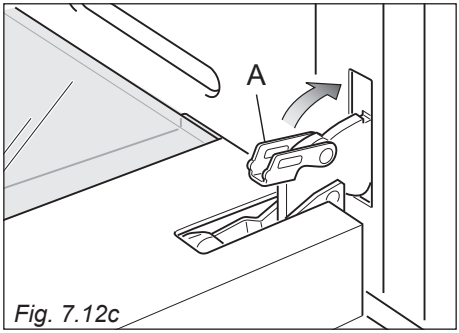

Fig. 7.12c
4. Fully close the levers “**A**” on the left and right hinges, as shown in the figure 7.12c.